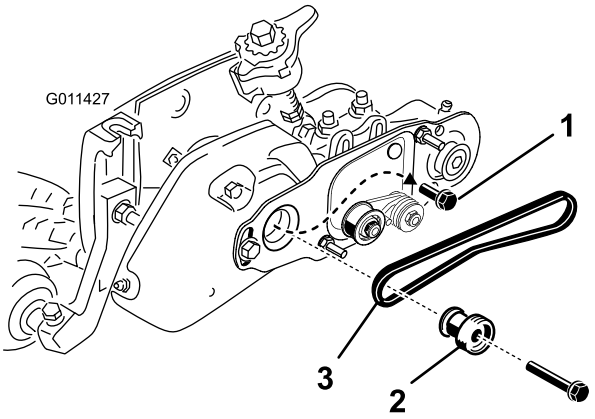

Figur 31
42. Fjern den bolt, der fastholder trimmerens remskive til drivakslen (Figur 31).
43. Sæt børstens drivremskive ind i trimmerens drivremskive, og fastgør dem på drivakslen (Figur 31). Sørg for, at remskivernes tapper placeres i åbningen i drivakslen.
44. Påfør Loctite på gevindene af 3/8 x 2 tommers flangebolten. Fastgør drivremskiven på akslen med flangebolten (Figur 31). Tilspænd bolten med et moment på 46–54 N·m.